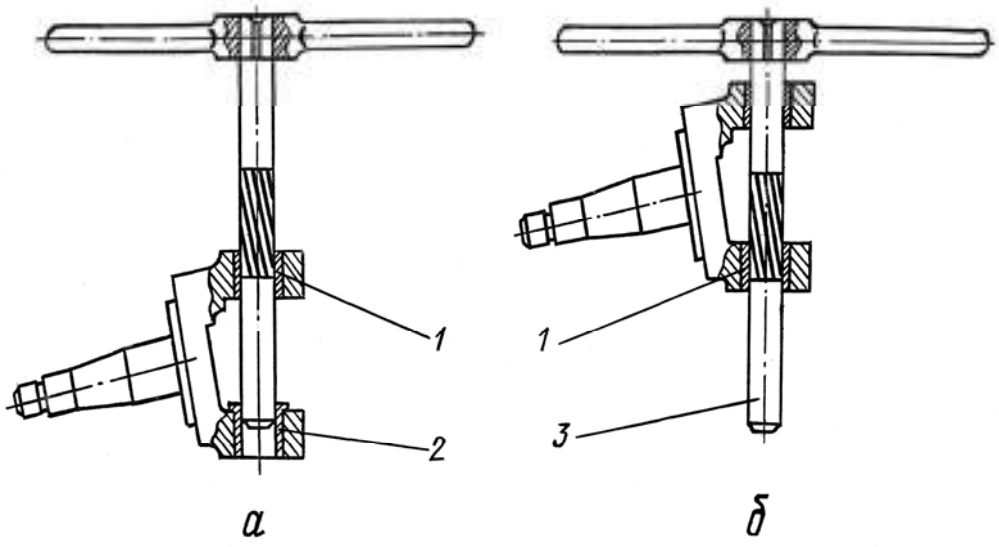

Рис. 49. Развертывание втулок поворотного кулака:
- запрессовать в поворотный кулак бронзовую втулку 1 (рис. 49) и установить специальную направляющую втулку 2 во второе отверстие кулака;